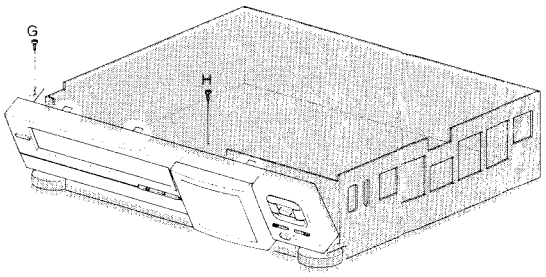

Fig. 2-2
- Die Schrauben G und H (siehe Bild 2-2) lösen.
- Die Bedienungsplatte ist mit drei Einschnappkonstruktionen (siehe Bild 2-2) am Untergehäuse verriegelt. Durch Entriegeln dieser Einschnappkonstruktionen lässt sich die ganze Bedienungsplatte nach vorne kippen. Nach Entfernen der unterschiedlichen Kabelanschlüsse lässt sich die Bedienungsplatte dem Gerät entnehmen.